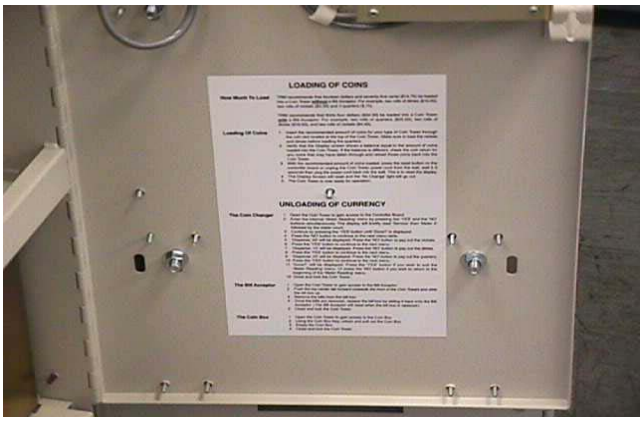

FIGURE 37
6.13.4 Place the Jamex Vend Tower Loading and Unloading Decal inside the Vend Tower (see figure 37)